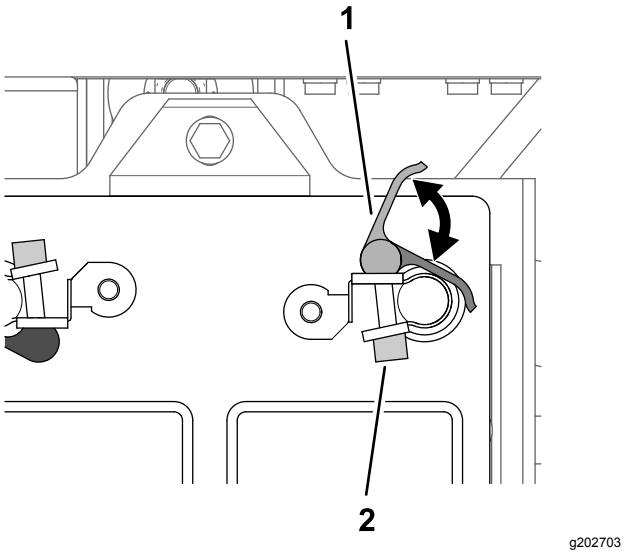

Rysunek 208
2. Otwórz dźwignię blokady zacisku szybkomocującego z czarną dźwignią (Rysunek 208).
4. Zamknij dźwignię blokady zacisku szybkomocującego (Rysunek 208).